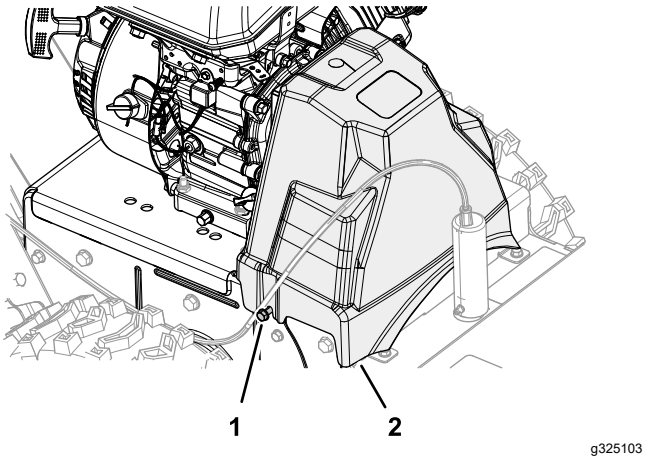

Figur 43
1. Ret rillerne i remskærmen ind med de 2 flangehovedskruer (Figur 43).
2. Monter remskærmen på maskinen (Figur 43).